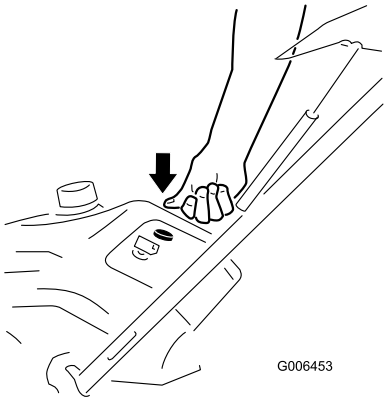

Figure 15
3. Firmly push in the primer 3 times with your thumb, holding the primer in a for a second before releasing it each time (Figure 15).